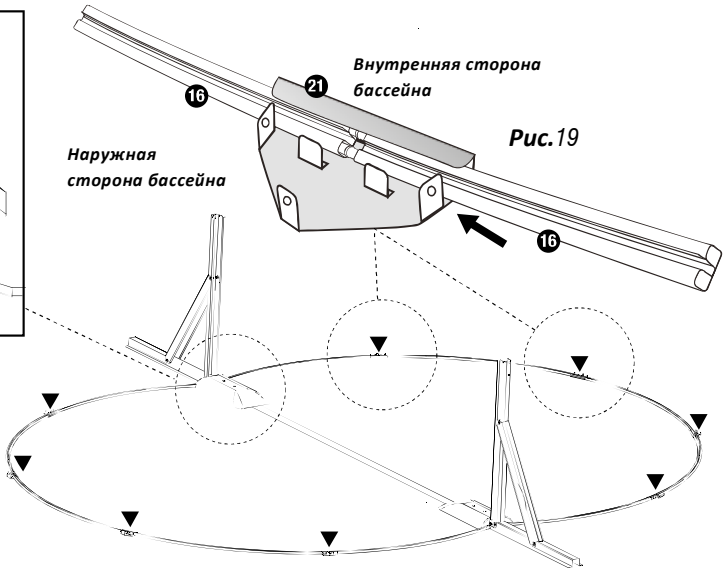

Рис.19
5. ***Поместите нижнюю металлическую опору между стыками каркаса треугольным концом к стене бассейна (Рис. 19).***